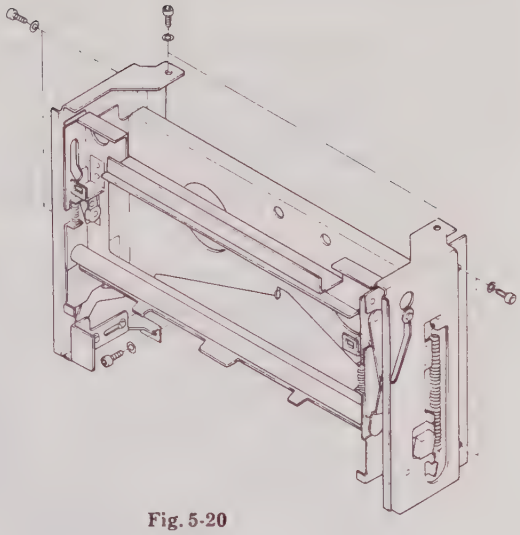

Fig. 5-20
- Take out cassette compartment by 7 screws. Do not detach E-ring. (See Fig. 5-20)